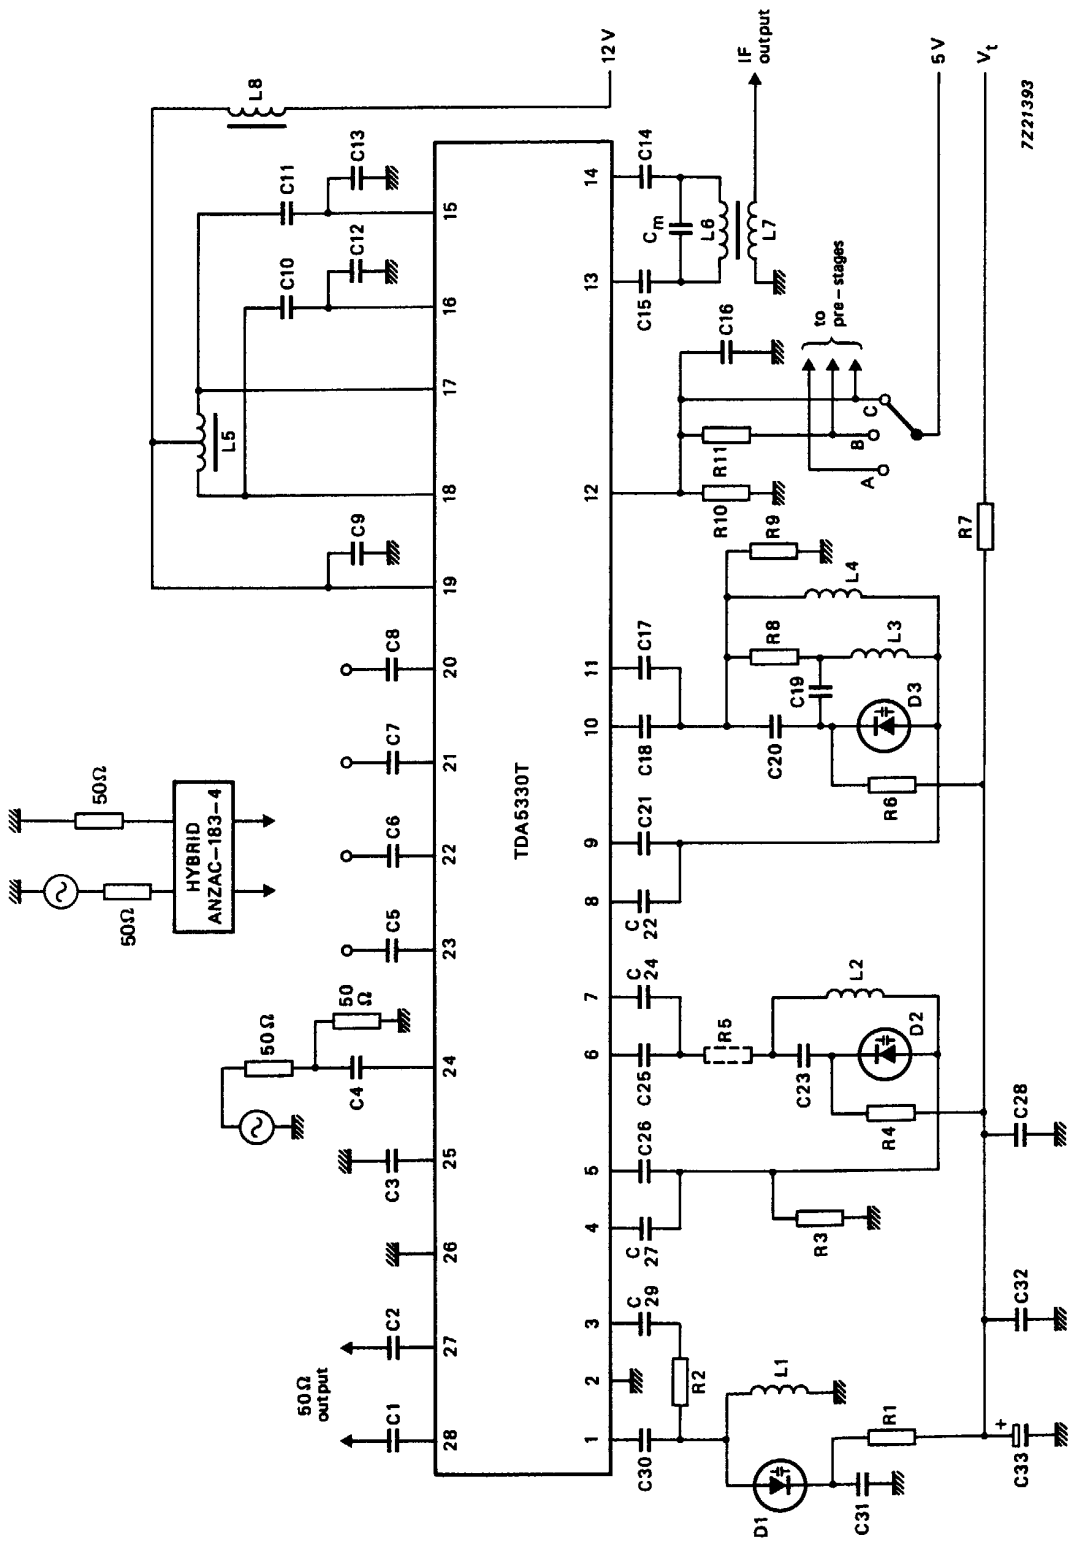

Fig.9 Test circuit diagram.
Band B mixer (including IF)	measured using circuit shown in Fig.9
Band C mixer (including IF)	measured using circuit shown in Fig.9; measurements using hybrid; note 2
4. The gain is defined as the transducer gain (measured in Fig.9) plus the voltage transformation ratio of L6 to L7 (6:1, 16 dB).